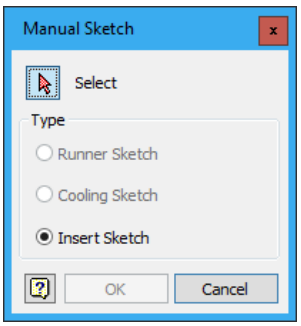

Figure 19-80 *The* ***Manual Sketch*** *dialog box*
1. Choose the **Manual Sketch** tool from the **Auto Runner Sketch** drop-down in the **Runners and Channels** panel in the **Mold Layout** tab of the **Ribbon**; the **Manual Sketch** dialog box is displayed, as shown in Figure 19-80.